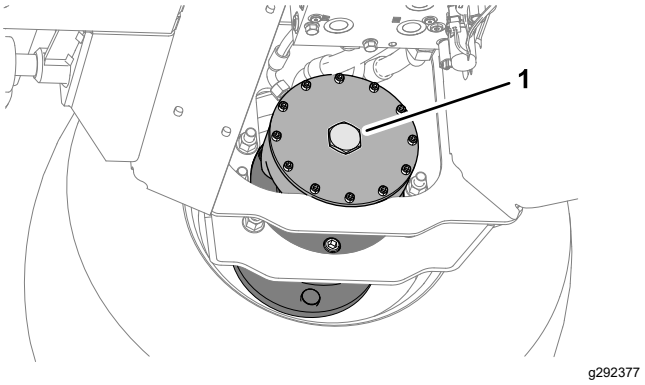

Figur 41
5. Fjern den sekskantede prop på samlingen af højre forhjuls motorbremse (Figur 41).